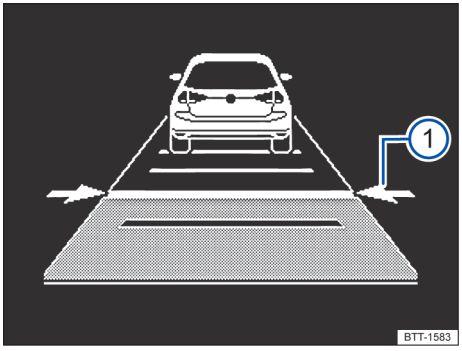

图 94 组合仪表显示屏：设置车距（示意图，ACC 调节）
组合仪表显示屏显示所设置的挡位 → 图 94 ①。注意法规有关最小车距的规定。